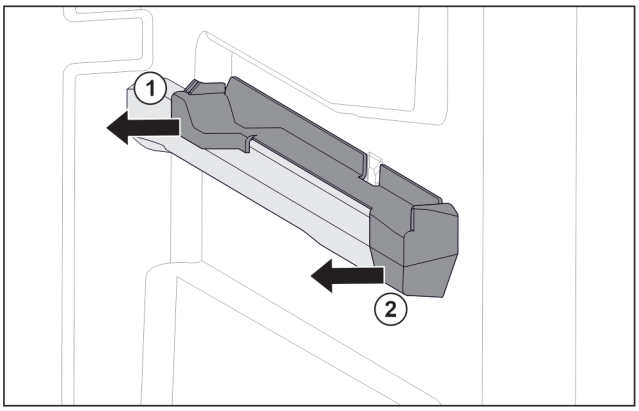

Fig. 194 右侧容器肋梁上的插装件
▶ 将插装件后部拉到一侧。 *Fig. 194 (1)*
▶ 将插装件前部拉到一侧。 *Fig. 194 (2)*